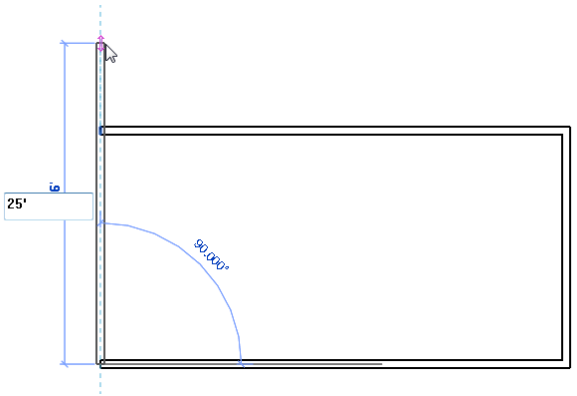

Figure 3-38 *Sketching the fourth exterior wall segment*
6. As you have enabled the **Chain** option, the next wall segment automatically starts from the last specified point. Move the cursor vertically upward and enter **25'(7620 mm)**, as shown in Figure 3-38, and then press ENTER. The fourth wall segment is created.